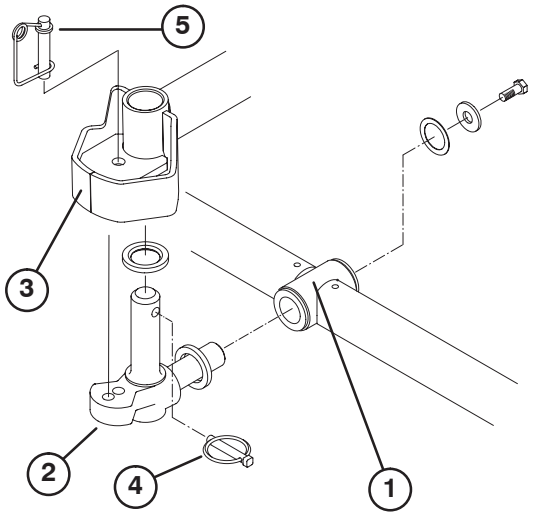

**Figuur 4**
6. Plaats een drukring op de horizontale as van het scharniergewricht zoals wordt getoond op Figuur 4.